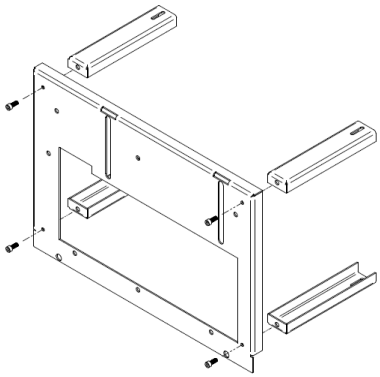

Figure 33 - Installation de la table-support
1. Travailler sur une surface protégée. Assembler les quatre pieds de la table avec quatre vis M8x20mm DIN 912 comme le montre la Figure 33, ne serrer qu'à la main, pour faciliter la réalisation du reste du montage.